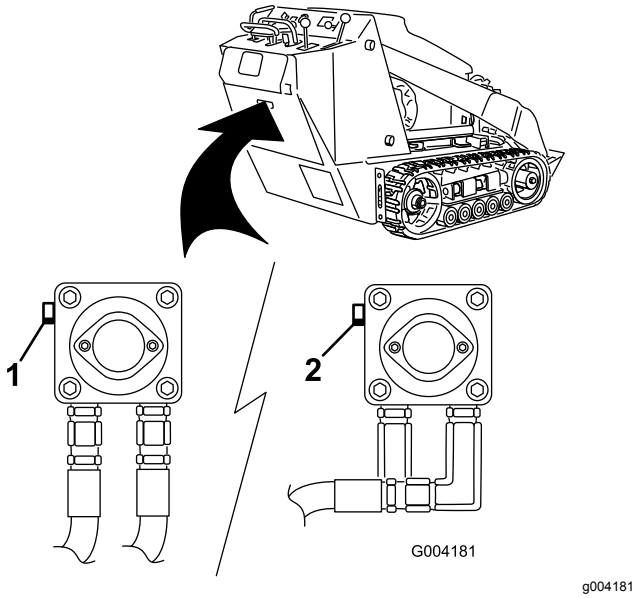

**Figur 17**
3. Använd en skruvnyckel och vrid bogserventilerna på hydraulpumparna två varv motsols (Figur 17).